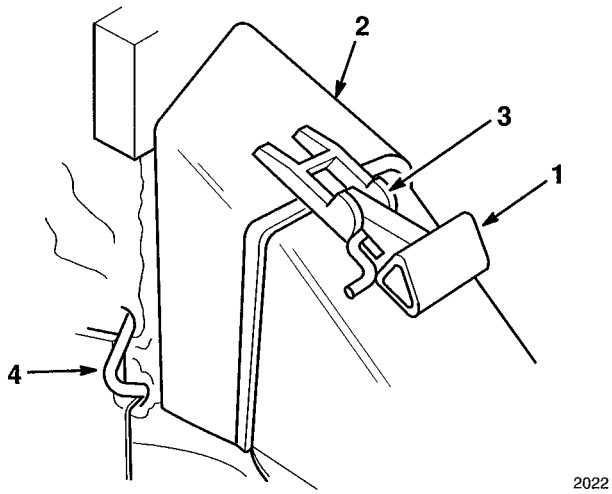

Figure 22
2. Ensure discharge door handle is fully forward (door closed) (Fig. 22).
3. INSTALLING BAG—Fit bag door opening over discharge tunnel opening as shown in Figure 22. Bag door latches should straddle door handle. Bag rod hook should be in front of handle bracket. Set rear of bag frame onto lower handle.
5. EMPTYING BAG—Stop engine and wait for all moving parts to stop. Lift door latch until it clears bag notch and move discharge door handle forward (Fig. 22). Grasp bag frame handle and rear of grass bag and lift bag off mower. Gradually tip bag forward to empty clippings.